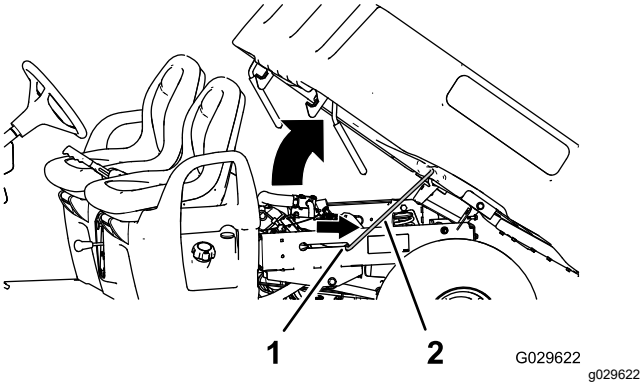

Figur 13
2. Trekk støttestangen inn i sperresporet, og fest kassen (Figur 13).
2. Trekk støttestangen ut av sperresporet (Figur 13).
3. Senk kassen til den låses sikkert på plass (Figur 13).